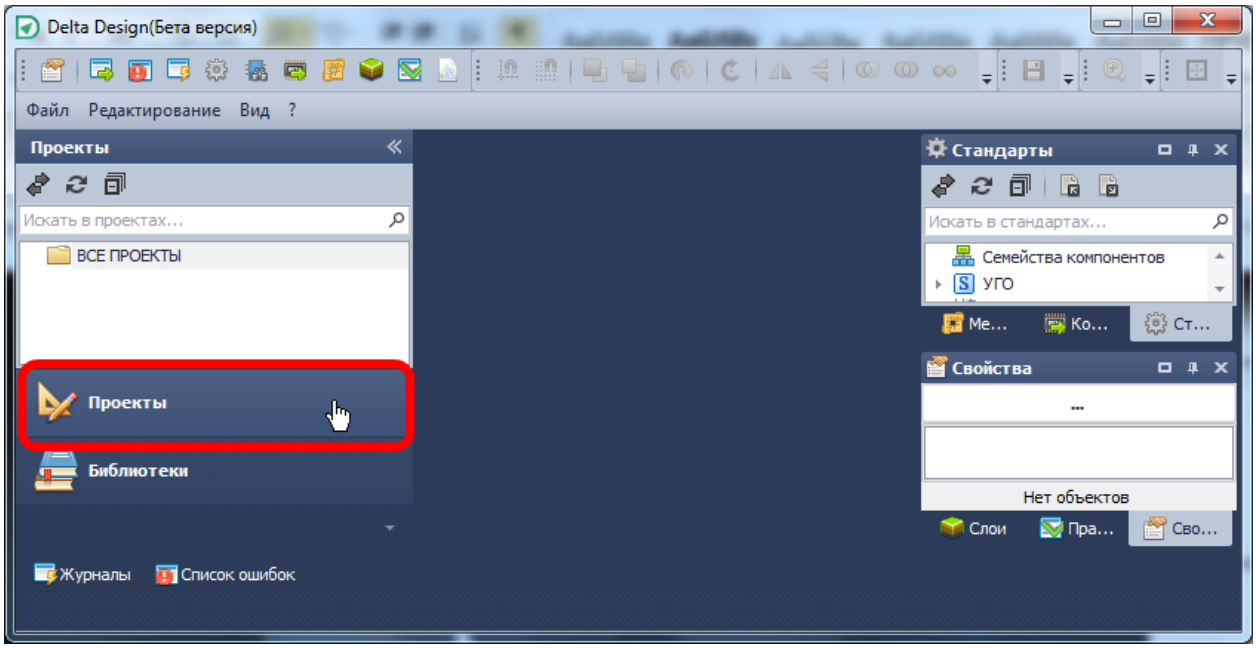

Рис. 319. Выбор дерева проектов в панели навигации
1. Активируйте закладку «Проекты» на панели навигации, см. Рис. 319.